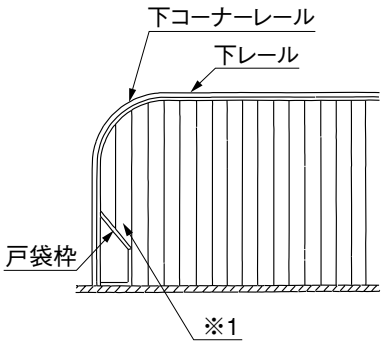

図4-3　戸袋部の加工
- 戸袋内収納の場合は、図4-3のように戸袋枠に合わせて切断してください。（※1）